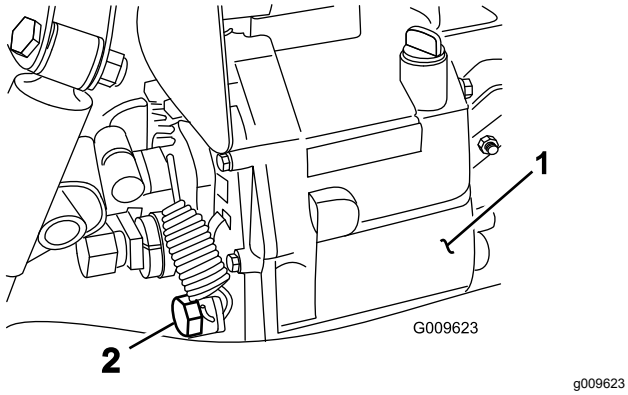

Figur 70
4. Ta bort avtappningspluggen från tankens sida och låt hydraulvätskan rinna ner i ett avtappningskärl (Figur 70).